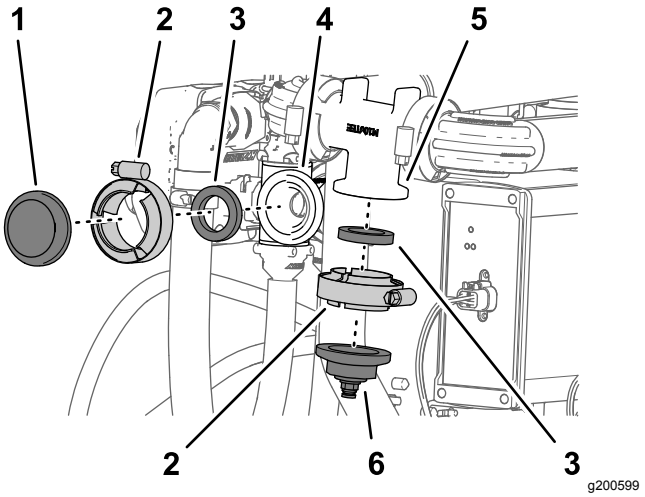

Figur 135
1. Fjern flensklemmen og pakningen som fester det vanlige lokket til flensen på dyseventil 10 (Figur 135).
2. Fjern flensklemmen og pakningene som fester lokket og rørkoblingen til flensen på strømningsmålermanifolden (Figur 135).